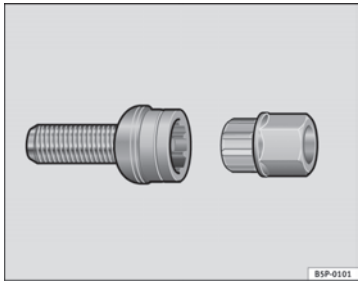

Fig. 174 Anti-theft wheel bolt
– Insert the adapter onto the wheel bolt and push it on as far as it will go ⇒ Fig. 174.